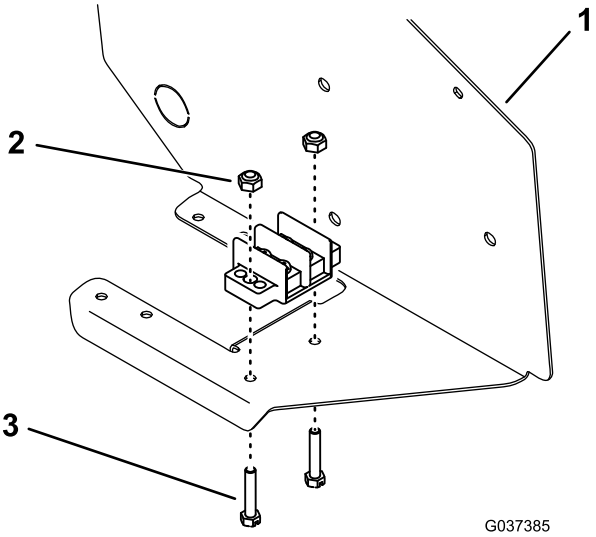

Figure 8
3. Mount the ground terminal block to the bottom of the control-panel assembly with 2 screws and 2 locknuts (Figure 8).
Note: Install the screws from the underside of the panel as shown in Figure 8.